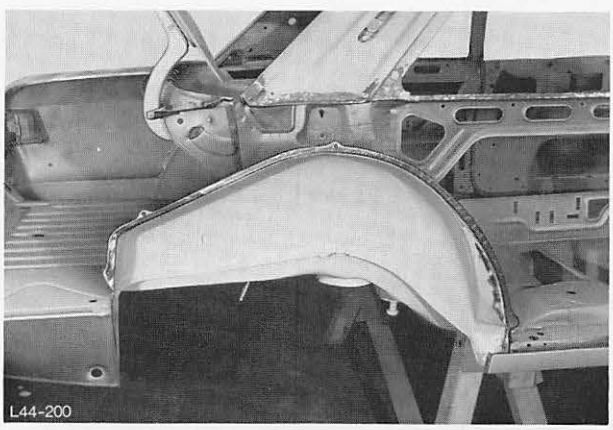

Abb. 215 Blechreste entfernen
2. Blechreste von Punktflanschen entfernen, Abb. 215.